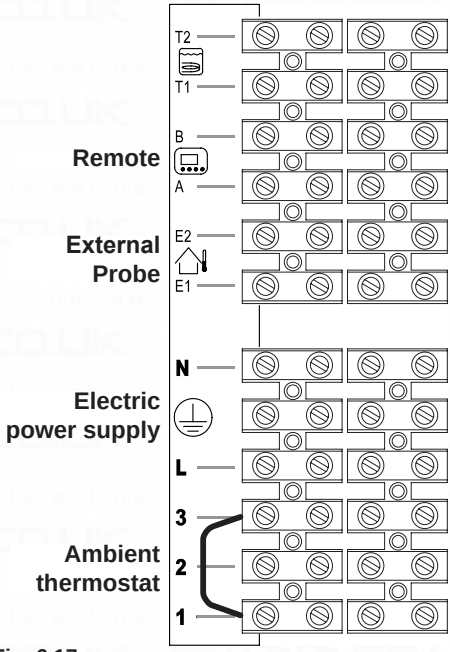
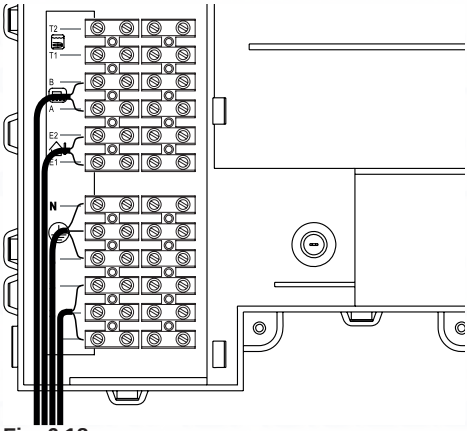
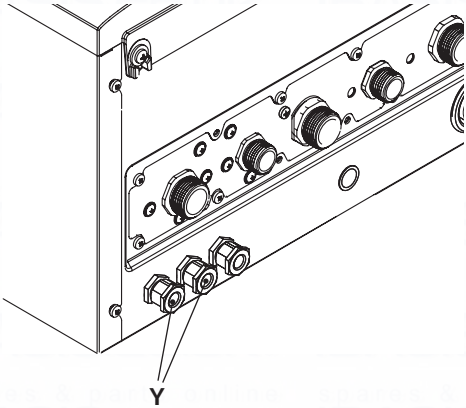

Fig. 6.17
Fig. 6.18
Fig. 6.19
- Connect the electric power supply cable coming from the fused spur isolation switch to the power supply terminal block of the boiler Fig. 6.17 keeping the same connections for the live (brown wire) and the neutral (blue wire). External 3A fuse or fused plug with same current rating is recommended.
The route of the boiler and ambient thermostat's electric power supply cable or wires must follow the route indicated in Fig. 6.18.
Allow the cables to exit the boiler by using the relevant cable clamps Y (Fig. 6.19).
Use the clamps indicated in Fig. 6.17 to connect the ambient thermostat.
Use the ambient thermostat's clamps indicated in Fig. 6.17 and Fig. 6.18 to connect the zone valve Insert the electric cables of the zone valve's micro switch contacts in clamps “1 and 3” of the ambient thermostat's terminal block as in Fig. 6.18.
The route of the boiler and ambient thermostat's electric power supply cable or wires must follow the route indicated in Fig. 6.18. Allow the cables to exit the boiler by using the relevant cable clamps Y (Fig. 6.19).
The route of the external probe's connection wires must follow the route indicated in Fig. 6.18.
The route of the remote control cable must follow the route indicated in Fig. 6.18.